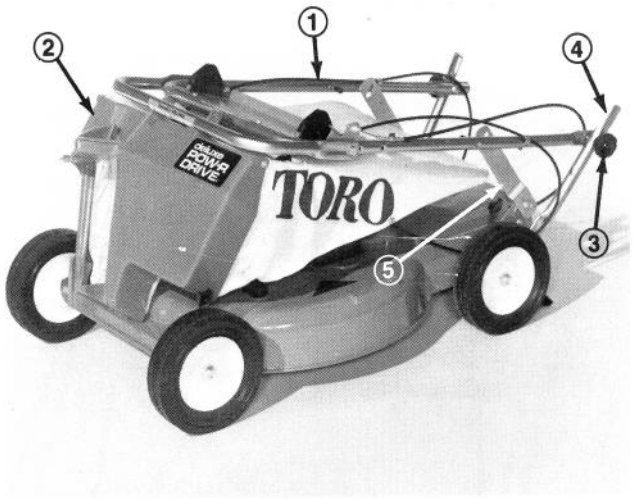

Afbeelding 1
1. Licht bovenhandle op en breng op één lijn met benedenhandle. Beschadig de bedieningskabels niet (Afb. 1).